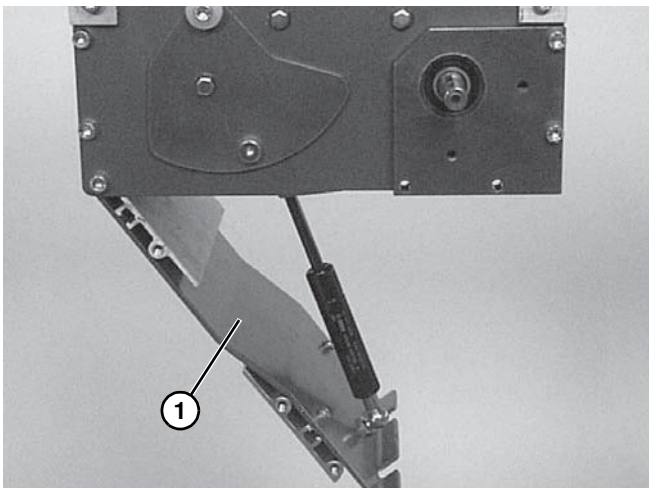

Abbildung 52
9. Die Spanntür des Antriebsmoduls **(Abbildung 52, Teil 1)** vorsichtig schließen. Siehe WARNUNG.